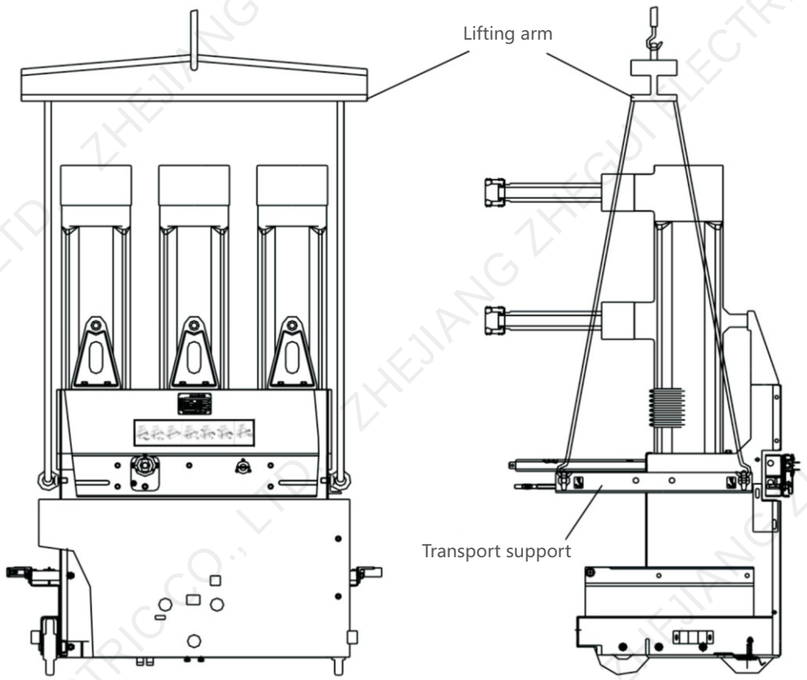

Figure 6 Hoisting diagram
2. When lifting the circuit breaker, the lifting device should not be hooked on the circuit breaker body or operating mechanism, but should be hooked in the lifting hole marked with the lifting mark of the circuit breaker (see Figure 6). To ensure that the circuit breaker is not impacted, to avoid other damaging mechanical stresses that occur during lifting.